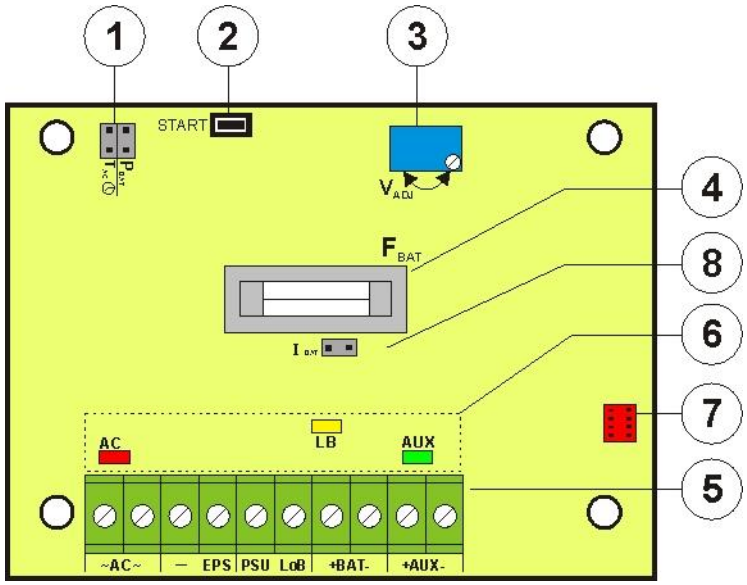

Fig. 2. The view of the Power supply PCB.
1.3 Description of components and power supply terminals (Table 1, Fig.2).
Table 1. Components of the Power supply PCB (Printed Circuit Board) (see Fig. 2).
2	Printed Circuit Board (see Table 1, Fig. 2)
12. Mount the additional optical indication plate and connect to the socket on the PCB of the power supply using a cable (Fig. 2 pt. 7).